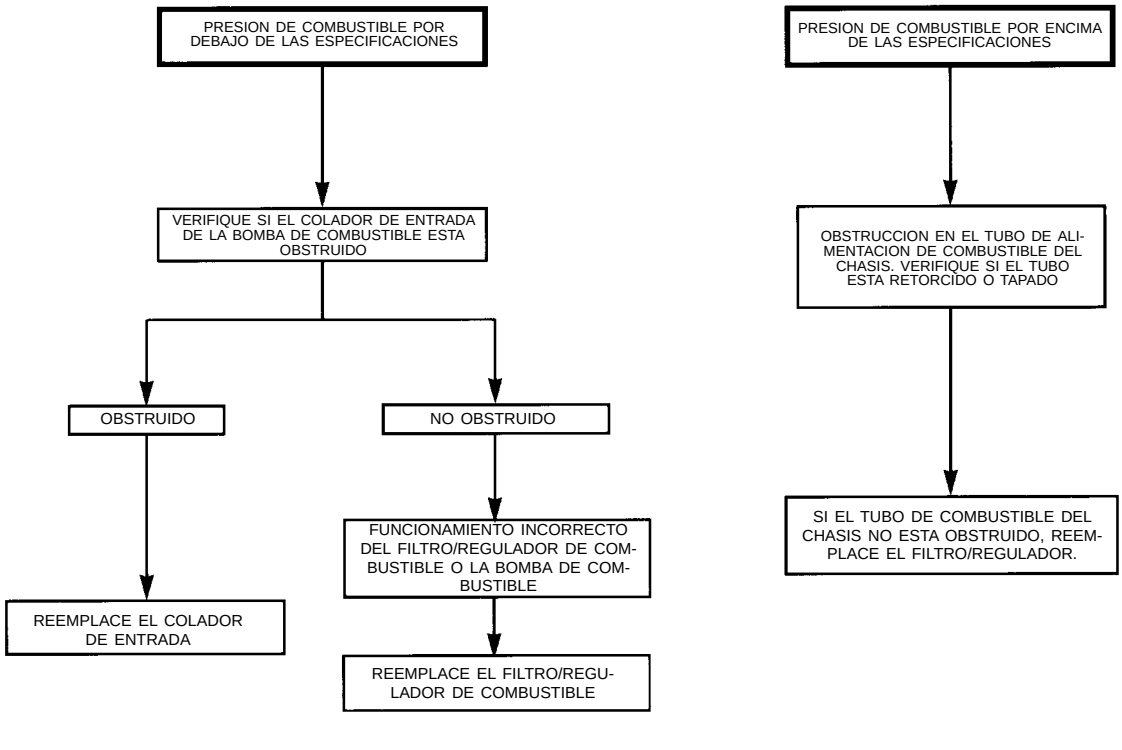

Fig. 9 Cuadro de diagnóstico de presión de combustible
- Si la presión de combustible está por debajo de las especificaciones, consulte el Cuadro de diagnóstico de presión de combustible (Fig. 9).